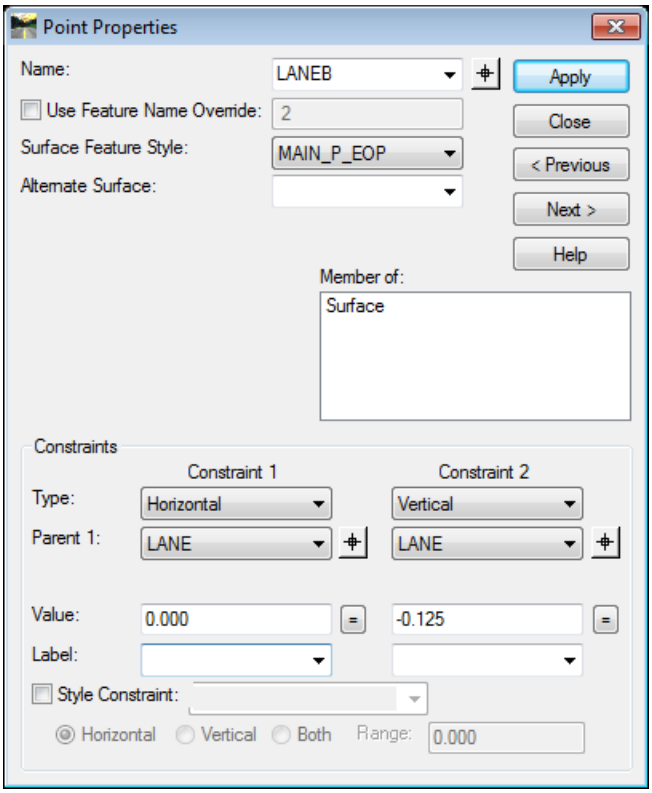

Figure L7-14 Point Properties
- Verify your entries match those shown in *Figure L7-14*.